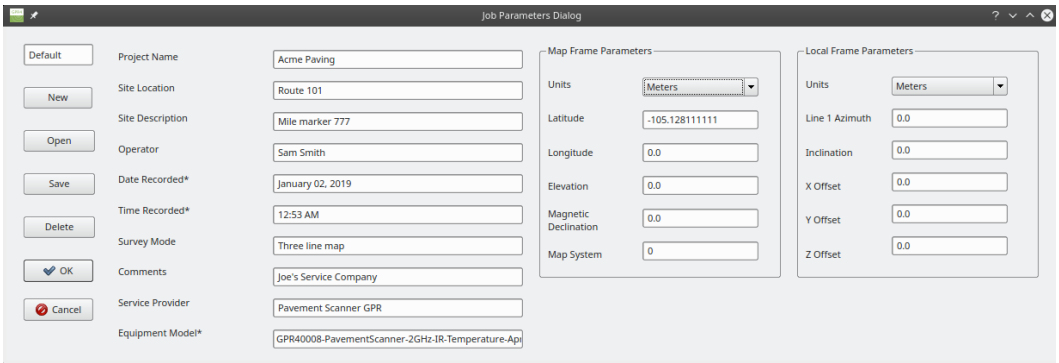

Figure 5. Jobsite information dialog.
6. Before beginning a survey, it is important to capture information about the jobsite. Press the *Jobsite information* button to bring up the dialog shown in Figure 5. The information entered into this dialog will be listed in any reports that will be generated by the software. To type into dialog field, click on the field to place the cursor, then press the icon on the taskbar to bring up the keyboard.